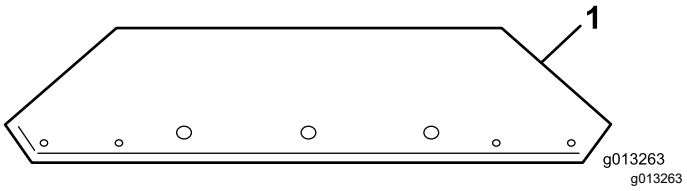
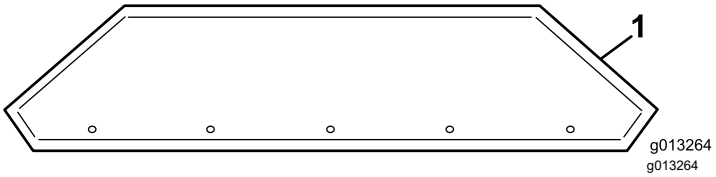

Figur 12
Figur 13
1. Packa upp trågförlängningen och se efter vad som ska sitta fram och bak (Figur 12 och Figur 13).